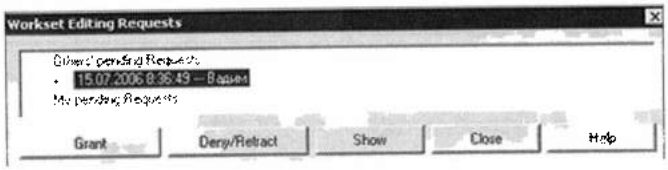

Рис. 28.8. *Редактирование запроса заемщиком*
2. В боксе **Workset Editing Requests** (Запросы на редактирование рабочих наборов) (рис. 28.8) открыть группу **Others' pending requests** (Запросы в очереди от других).